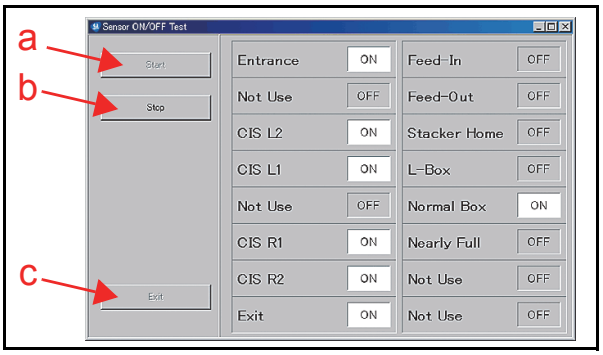

Figure 6-62 Sensor ON/OFF Test Screen
3. Mouse-click on the "Start" Screen Button (See Figure 6-62 a) to begin the Sensor ON/OFF Test. The current testing condition is indicated in a column adjacent to the Function being tested on the Figure 6-62 Screen.
4. Mouse-click on the "Stop" Screen Button (See Figure 6-62 b) to end the Sensor ON/OFF Test.
5. Mouse-click on the "Exit" Screen Button (See Figure 6-62 c) to return to the "**Test Item Select**" Screen.